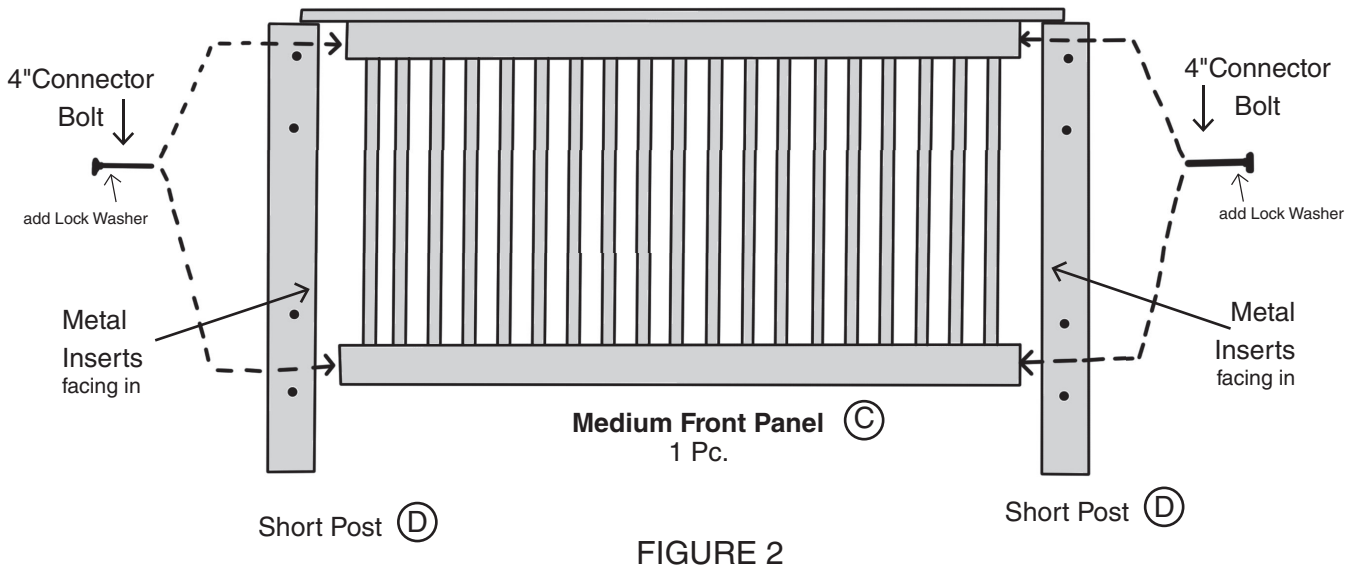

FIGURE 2
2. Attach short posts (D) to ends of medium panel (C) with four–4" connector bolts with lock washers, using allen wrench provided. Connector bolts screw into metal inserts in ends of panels. See Figure 2. Make sure panel is centered on posts and top board on panel is flush with top of post. Turn bolts snug. **Do not overtighten!** Note: Metal inserts on posts (D) need to be facing panel (C).